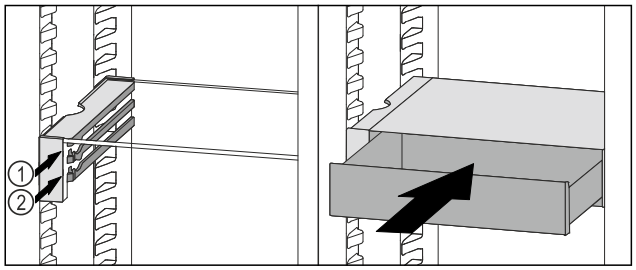

Fig. 157
▶ Uzlieciet VarioSafe atvilktni aiz aizturiem uz vajadzīgās ribas *Fig. 157 (1)* vai *Fig. 157 (2)*.